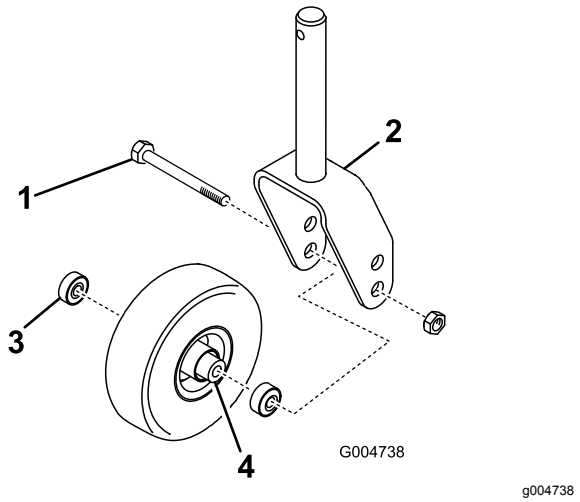
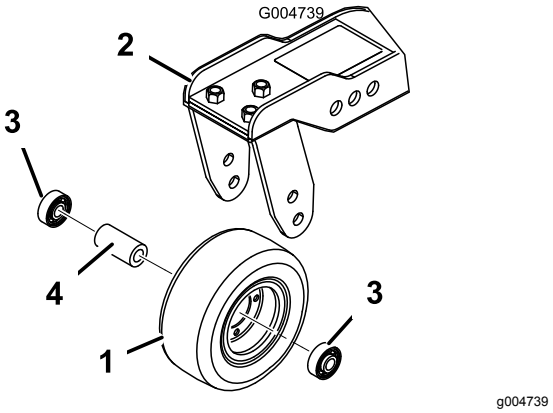

Figur 108
Figur 109
1. Lossa låsmuttern från bulten som fäster svänghjulet mellan hjulgaffeln (Figur 108) eller svänghjulsarmen (Figur 109). Ta tag i svänghjulet och skjut ut bulten ur gaffeln eller svängarmen.
2. Ta bort lagret från hjulnavet och låt lagerdistansbrickan falla ut (Figur 108 och Figur 109). Ta bort lagret från hjulnavets motsatta sida.